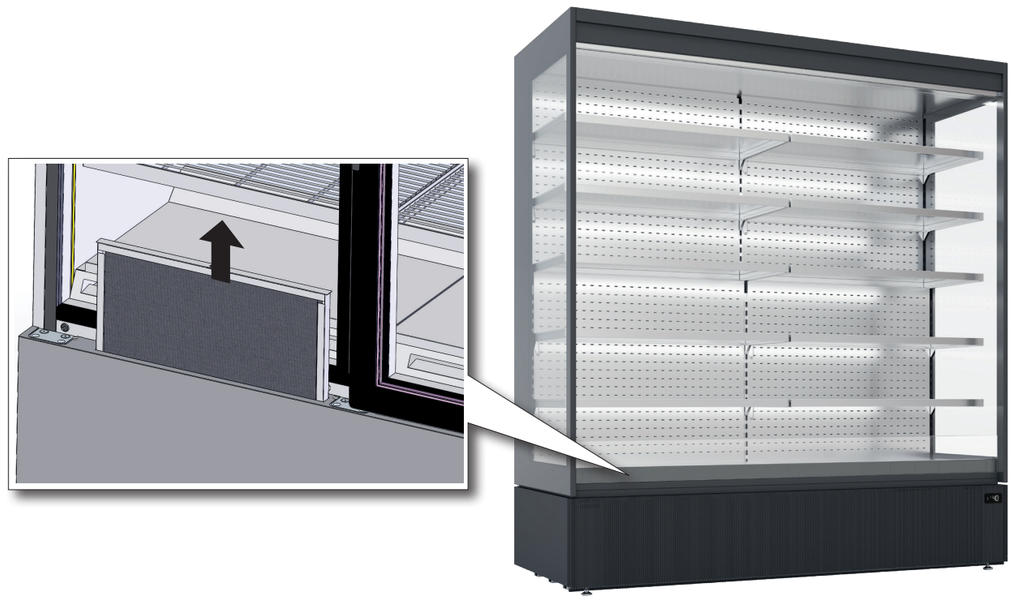

fig. 14
- Remove the filter as shown in fig.14 and clean it thoroughly with a blow of compressed air.